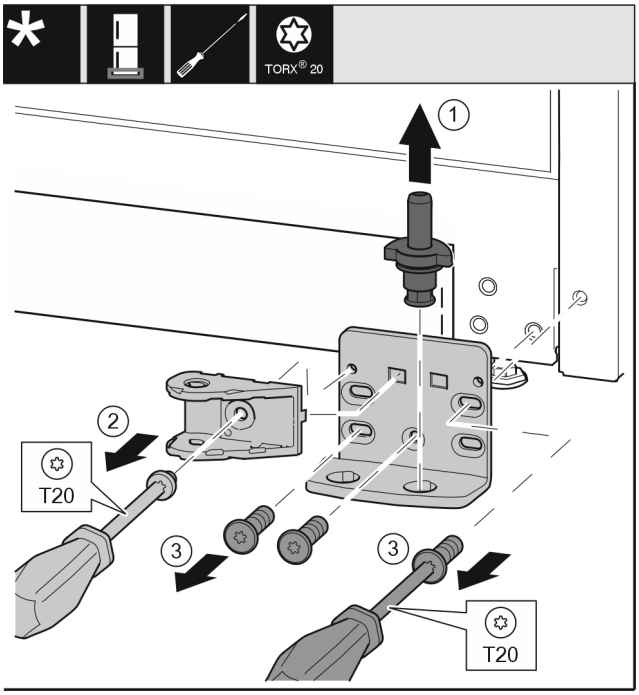

Fig. 30
- ▶ Extrageți complet bolțul de lagăr *Fig. 30 (1)* în sus.
- ▶ Deșurubați șurubul *Fig. 30 (2)* cu șurubelnița și detașați îmbinarea amortizorului de închidere.
- ▶ Deșurubați șuruburile *Fig. 30 (3)* cu șurubelnița și detașați suportul de lagăr.